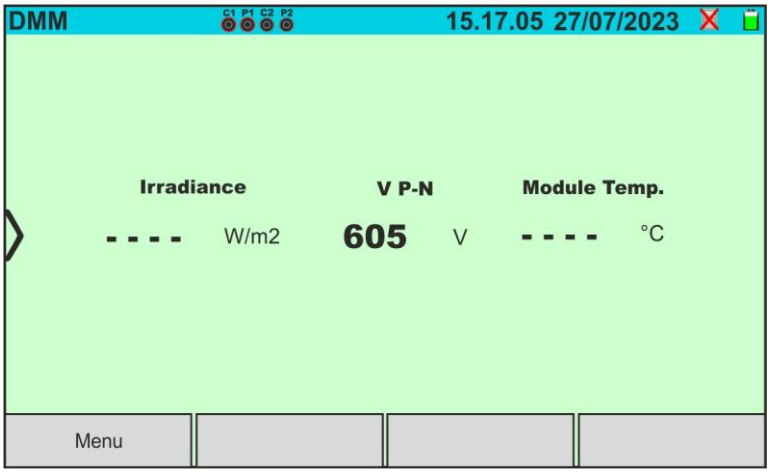

Fig. 14: DMM function measurement screen (SOLAR03 disconnected)
3. Tap on the "**Multimeter**" icon on the second page of the main menu. The value of the DC voltage V P-N is shown on the display as illustrated in Fig. 14. Tap on the “Menu” key to return to the main menu